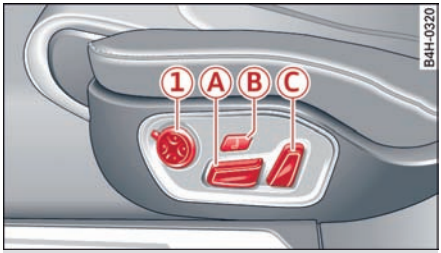
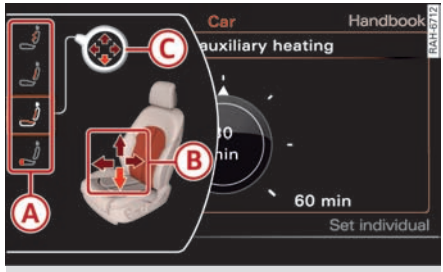

图 48 前座椅：调节座椅
图 49 信息娱乐系统：座椅调节装置
- 如果将多功能按钮 (1) ⇨ *43 页，图 48* 向左或向右旋转，则在信息娱乐系统中就会显示可用的座椅调节装置 (A) ⇨ *图 49*。
- 要选择座椅调节时，向相应的方向旋转多功能按钮 (1)，直到需要的座椅调节显示被红色框起。
- 箭头 (B) 对应调节的可能性。如要将腰部支撑向后移动，那么按多功能按钮 (1)下部。相应的箭头 (C) 亮起。
Massage function（按摩功能）* – 按摩方式、Wave, Knocking, Stretch, Lumbar（波状、敲打、弹动、脊椎），Shoulder（肩膀）或 off（关闭）。可以用 1 到 5 级调节各按摩方式的强度。用按钮 (B) ⇨ *43 页，图 48* 打开和关闭选择的按摩方式。
- ▶ 现在可以用驾驶员座椅上的按钮调节副驾驶员座椅 ⇨ *43 页，图 48*。